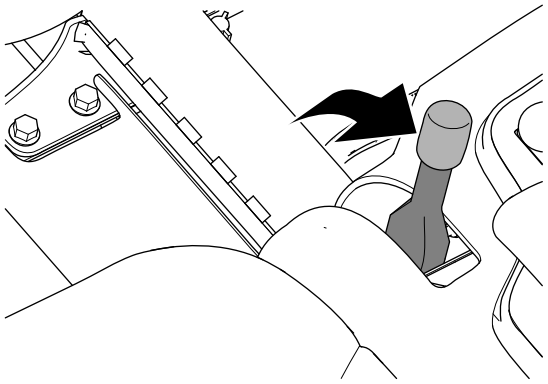

Figuur 33
2. Stel de parkeerrem in werking (Figuur 33).